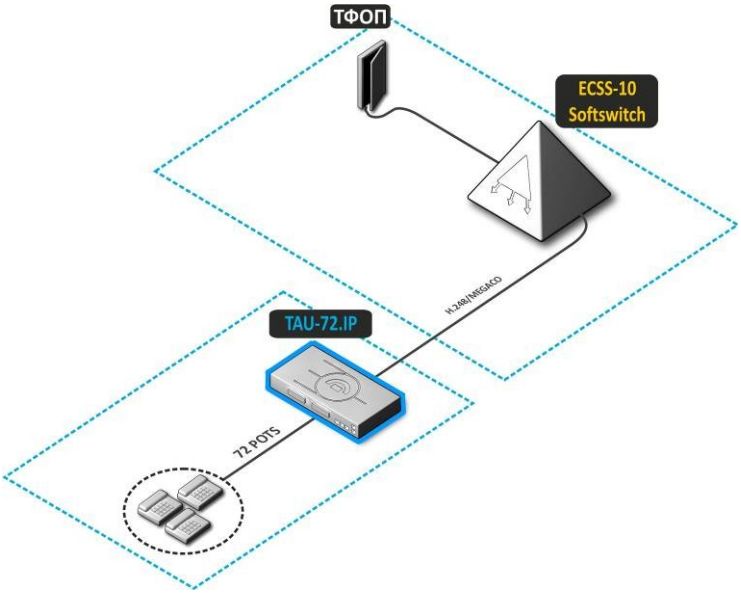

Рисунок 1 – Абонентский вынос TAU-72.IP
1. ***Абонентский вынос***. В этом случае устройство выполняет функции шлюза между аналоговыми телефонными аппаратами и удаленной АТС, рисунок 1.